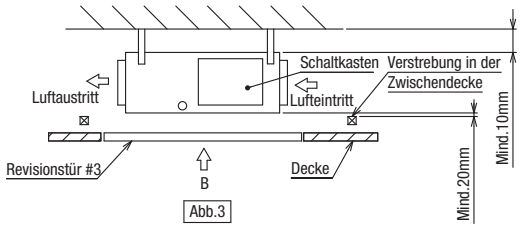
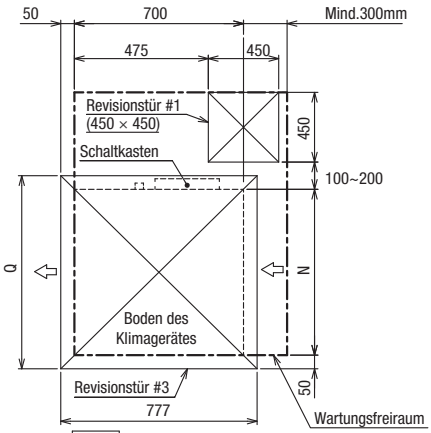

Abb.3
Abb.4 (Ansicht aus Richtung Pfeil B)
2. Beträgt der Abstand zwischen Kanalgerätunterkante und Oberkante Zwischendecke weniger als 300 mm (wie in Abb. 3 gezeigt sollen mindestens 20 mm Platz unter dem Gerät gelassen werden), sehen Sie eine Revisionsöffnung #1 diagonal unter dem Schaltkasten und eine Revisionsöffnung #3 unterhalb des Kanalgerätes wie in Abb. 4 gezeigt vor.